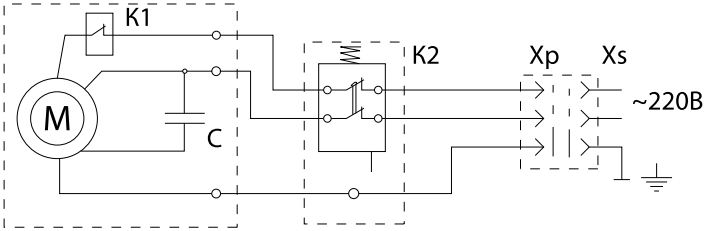

Рис. 2 Схема электрическая принципиальная
5.2. Напорные характеристики станций приведены на рис. 2